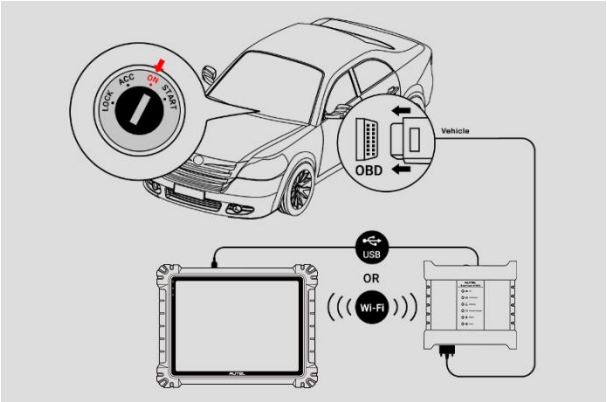

Figura 9-104 ***Schema di collegamento***
1. Fare riferimento alla *Figura 9-104 Schema di collegamento* Per completare la